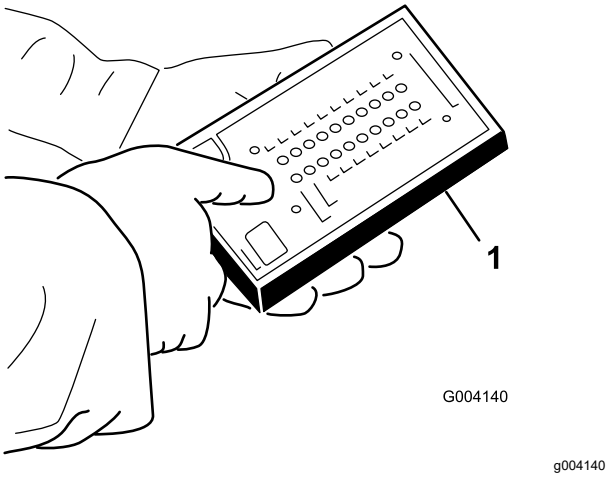

**Figur 37**
5. Anslut diagnosinstrumentets kontakt till ledningsnätets kontakt (Figur 37).